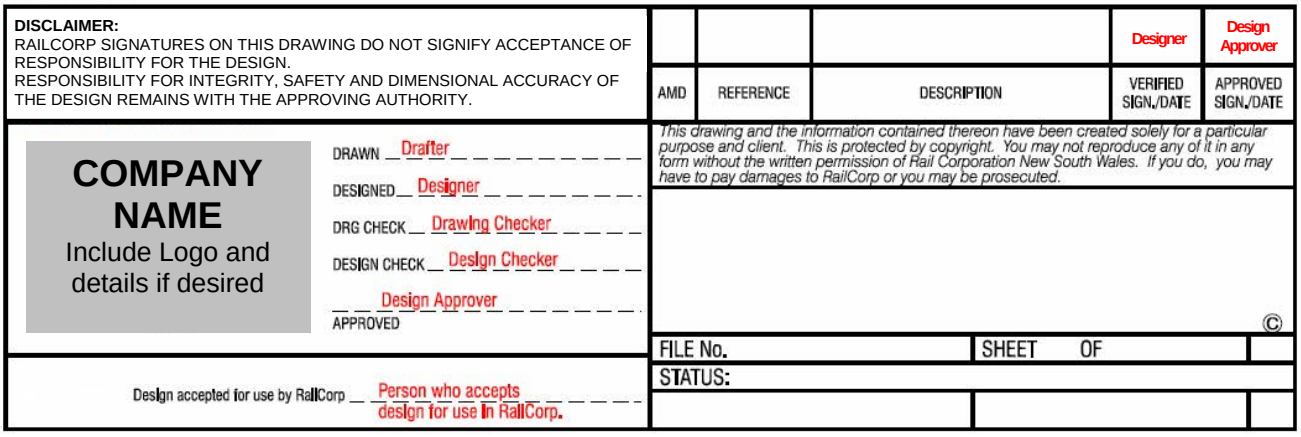

Figure 1 – Title Block
5. The signature block of drawings shall be signed as shown in Figure 1 below.
- The Title Block shall appear in the bottom right hand corner of each drawing as shown in Figure 1. An alternative arrangement is also available.